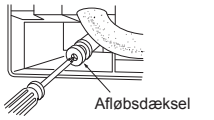

Fig. 3
4) Sæt afløbsdækslet på den del, hvortil afløbsslangen skal monteres på bagsiden af indendørsenheden. (Fig. 3)